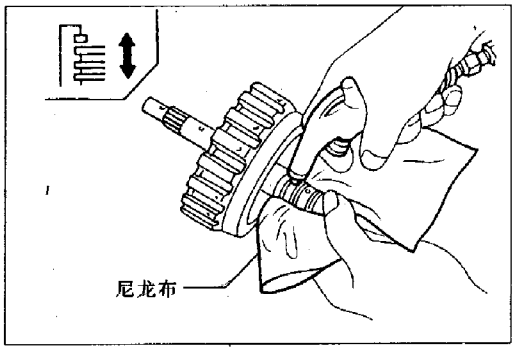

图 5-4-73
(1)检查高档离合器工作情况,见图 5-4-73。
①压缩空气通入带尼龙布的输入轴油孔中。
②检查保持盘能否移至卡环处。
③若保持盘不能移至卡环处,"D"形密封环被损坏。否则工作液泄漏到活塞单向阀上。